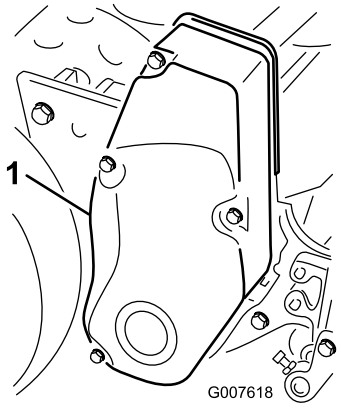

Rysunek 35
1. Usuń elementy mocujące pokrywę paska oraz pokrywę paska w celu jego odsłonięcia (Rysunek 35).